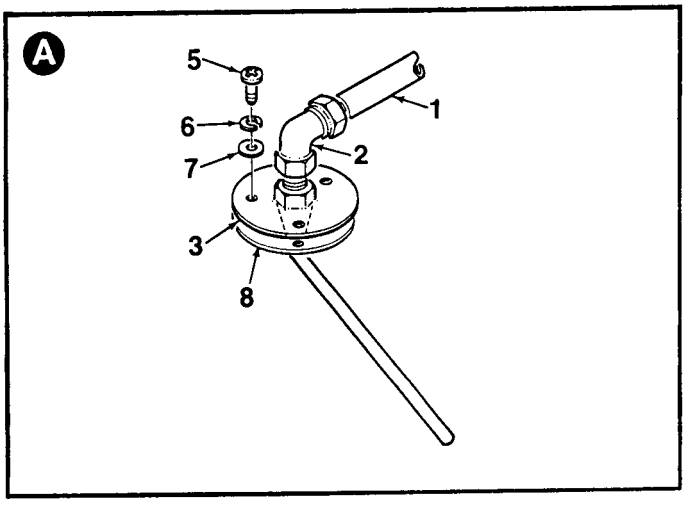

Figure 4-32. Fuel Tank Pickup Tube
2. Disconnect hose (1, Figure 4-32) from elbow (2).
3. Remove fuel tank pickup tube (3) and gasket (8) from fuel tank (4) by removing three screws (5), lockwashers (6), and washers (7).
1. Install fuel tank pickup tube (3, Figure 4-32) and gasket (10) onto fuel tank (4). Secure using three screws (5), lockwashers (6), and washers (7).
2. Connect hose (1) to elbow (2).